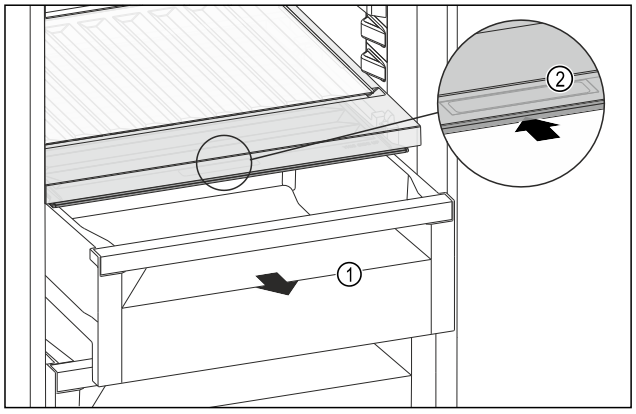

Fig. 171
▶ Pull out the drawer *Fig. 171 (1)*.
▶ Grasp the recessed grip *Fig. 171 (2)* on the compartment lid and push the compartment lid backwards at the same time.